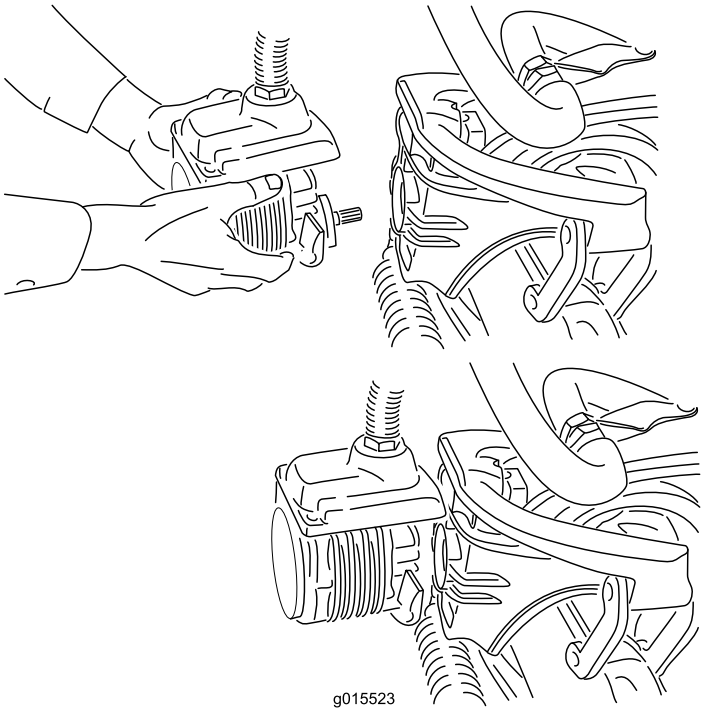

**Figuur 37**
4. Zet de motor in de opbergruimte op de voorkant van de ophangarm (Figuur 37).